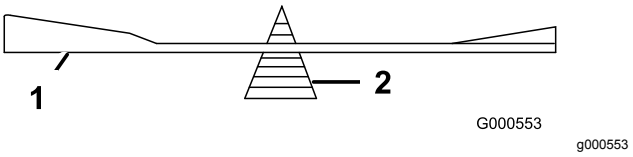

Figur 76
2. Kontroller knivens balance ved at placere den på en afbalanceringsenhed (Figur 76).